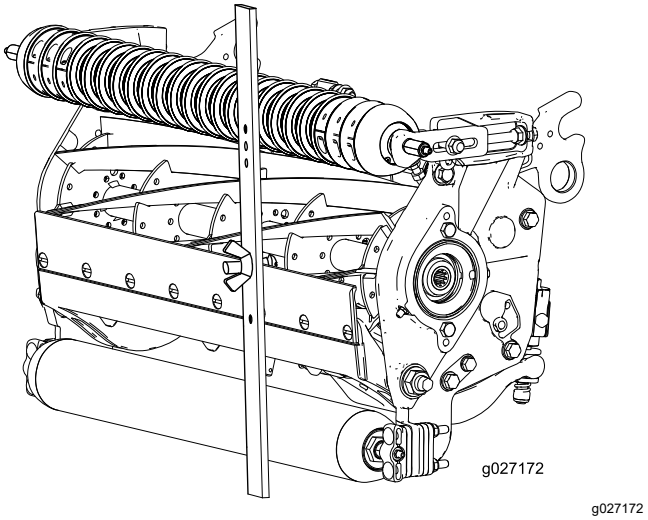

Figuur 17
4. Plaats de schroefkop op de snijrand van het ondermes en laat de achterzijde van de lat op de achterrol rusten (Figuur 17).
5. Draai aan de stelschroef totdat de voorrol contact maakt met de hoogtelat (Figuur 17).